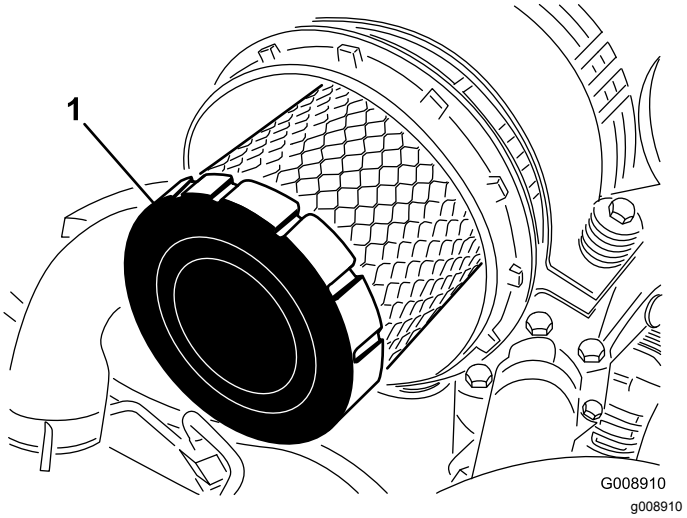

Figuur 62
4. Verwijder en vervang het voorfilter (Figuur 62).